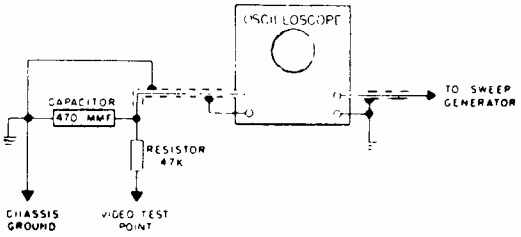

Figure 5 – Oscilloscope Connections
5. Remove the V.T.V.M. and connect the vertical input of the oscilloscope to point "B" See Fig. 12, using the isolation network as shown in Fig. 5.